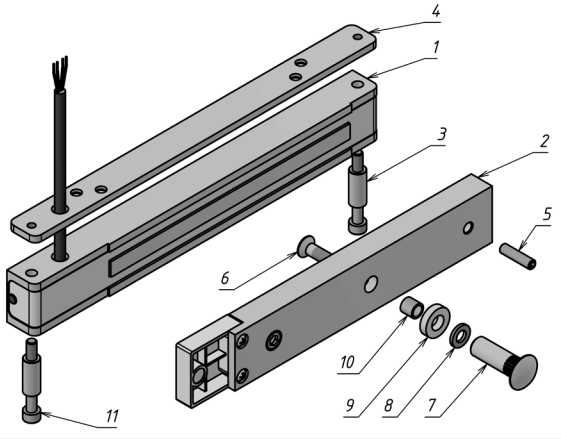

Рисунок 1 – Комплект поставки замка
3.1 Комплект поставки (рисунок 1):
- корпус (1) - 1 шт.
- якорь (2) - 1 шт.
- втулка (3) - 2 шт.
- планка резьбовая 200Р (4) - 1 шт.
4.2 Корпус (поз.1 рисунок 1) крепится в верхней части дверной коробки на предварительно установленную планку резьбовую 200Р (поз.4) на максимальном удалении от петель двери. Крепление корпуса к дверной коробке возможно с помощью Уголка 200Р, Планки 200Р и комплекта МК 150-200-KU, приобретаемых дополнительно.